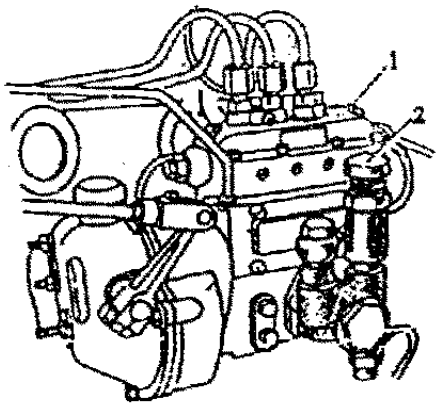

Fig.4-8 Injection Pump
(8) If restart a tractor being cold or being stored for a long time, loosen the air-releasing screw in injection pump, press with hand the Handle-2 of the pump, and tighten the air releasing screw after the air is released. (Fig. 4-8).